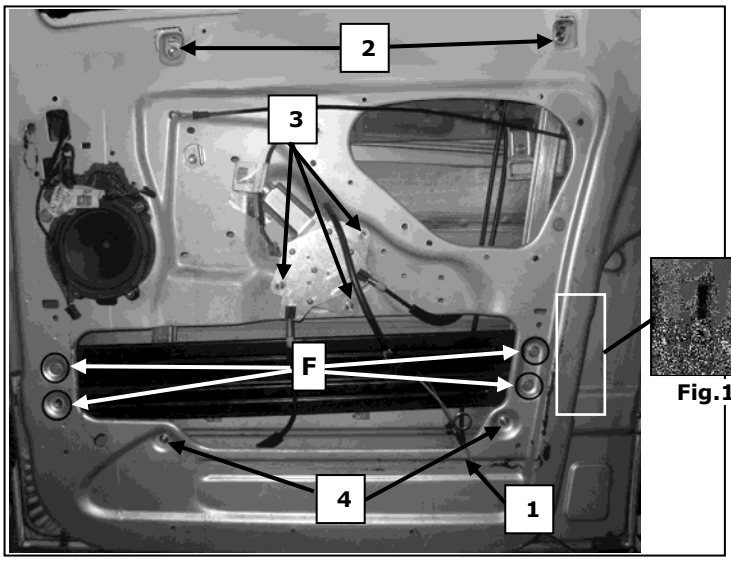

Fig.1
a) Smontare con cura il pannello porta. Dalla portiera, dopo aver rimosso le viti "F", sfilare la barra anti-intrusione attraverso il foro laterale (**Fig.1**) e rimuovere il vecchio alzacristallo scollegandolo sia meccanicamente che elettricamente.
a) Démonter avec précaution le panneau de revêtement. Sur la portière, après avoir retiré les vis "F", retirer la barre anti-intrusion à travers la fissure latérale (**Fig.1**) et retirer l'ancien lève-vitre en le déconnectant également électriquement.
a) Remove carefully the door panel. From the door, after removing the screws "F", remove the anti-intrusion bar through the hole in the side (**Fig.1**) and remove the old window regulator by unplugging both mechanically and electrically.
a) Desmontar con cuidado el panel de la puerta. Desde la puerta, después de quitar los tornillos "F", quitar la barra anti-intrusión a través del orificio laterial (**Fig.1**) y quitar el elevalunas viejo desconectándolo tanto mecánica como eléctricamente.
a) Vorsichtig die Türfüllung demontieren. Nach der Entfernung der Schrauben "F" die Aufprallträger aus der Wagentüre durch die seitliche Öffnung (**Abb.1**) ziehen und den alten Fensterheber entfernen, dazu mechanisch und elektrisch abtrennen.
a) Desmontar com cuidado o painel da porta. A partir da porta, após remover os parafusos "F", remover a barra anti-intrusão através do furo lateral (**Fig.1**) e remover o vidro antigo desconectando-o mecânica e electricamente.